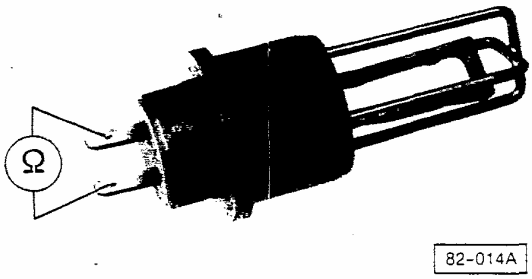

Fig. 14 Temperature sensor, checking
- if temperature regulation is still not correct, check temperature sensor Fig. 14